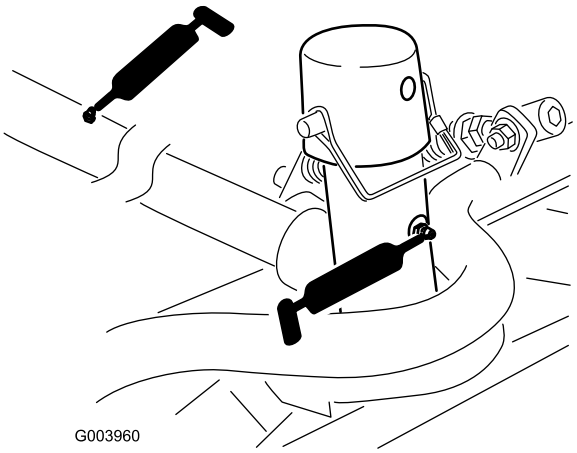

Figuur 46
- Draagframe en draaipunt van maaidek (2 elk) (Figuur 46)